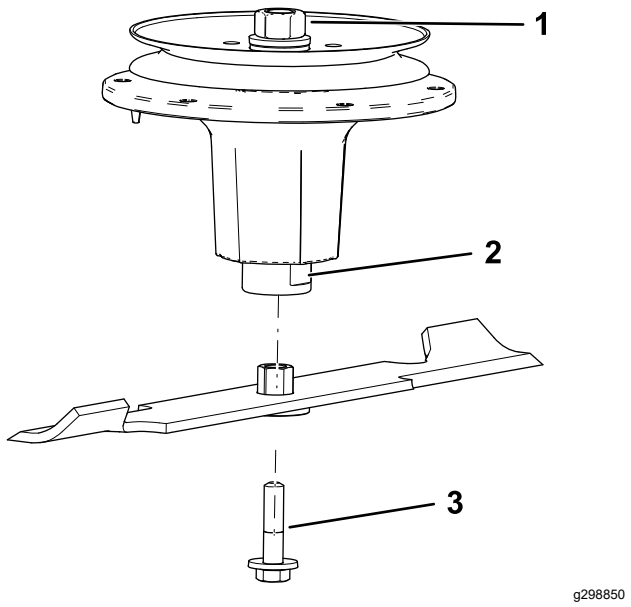

Figura 91
2. Instale el conjunto de buje/cuchilla en el eje (Figura 91).